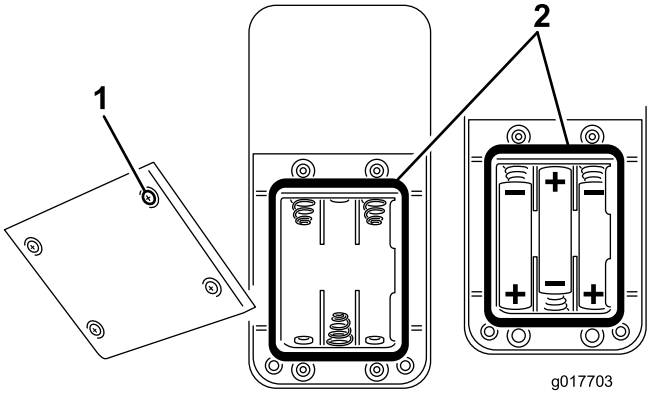

Figur 32
2. Hvis batterierne monteres i et tomt batterirum, skal der monteres tre nye AAA-batterier. Sørg for, at batterierne er placeret som vist i Figur 32.
3. Hvis der udskiftes brugte batterier, skal de gamle batterier fjernes, og tre nye AAA-batterier skal monteres. Sørg for, at batterierne er placeret som vist i Figur 32.